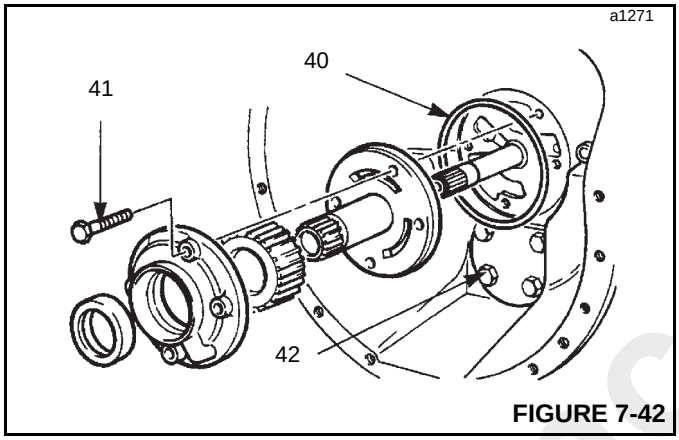

FIGURE 7-42
40. Place new pump sealing ring (40, Figure 7-42) in position. Make sure that the charge pump drain hole is clear before installing a new oil seal to the pump housing.
41. Install pump, taking care to align mounting holes. Apply Loctite 243 to the mounting bolts (41), and using new sealing washers, tighten to a torque of 20 to 27 Nm (18 to 20 lb-ft).